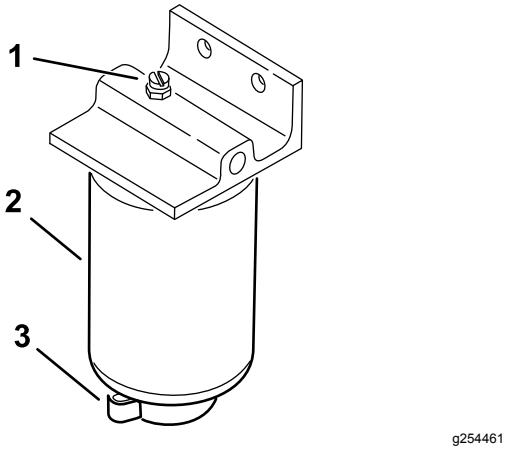

Figur 39
4. Åbn filteraftapningsventilen og ånderørsventilen (Figur 39).